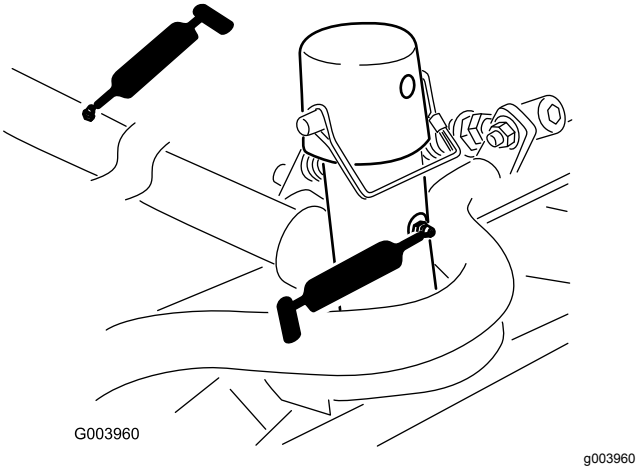

Figur 40
- Klippeenhedernes bæreramme og drejetap (2 hver) (Figur 40)